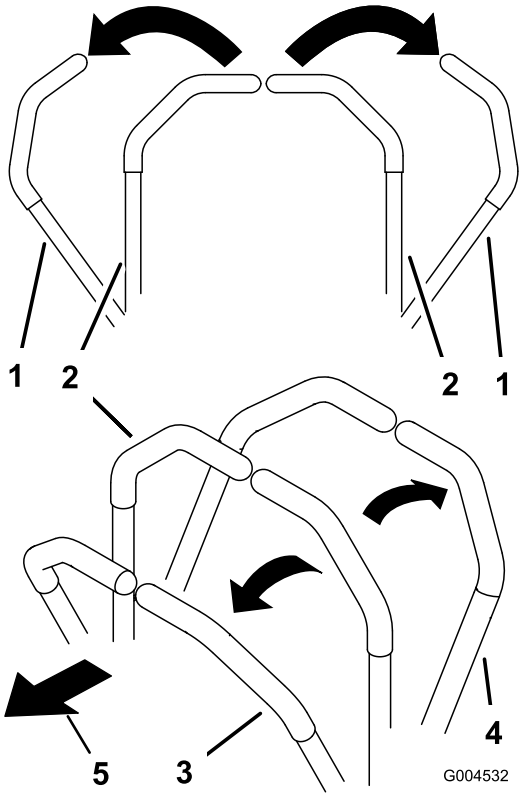

**Figuur 18**
3. Om vooruit te rijden, duwt u de rijhendels langzaam naar voren (Figuur 18).
Om in een rechte lijn te rijden, moet u gelijkmatige druk uitoefenen op beide rijhendels (Figuur 18).
Om te draaien, beweegt u de rijhendel naar de neutraalstand, in de richting waarin u wilt draaien (Figuur 18).
2. Om achteruit te rijden, trekt u de rijhendels naar achteren (Figuur 18).
Om te draaien, vermindert u de druk op de rijhendels in de richting waarin u wilt draaien (Figuur 18).